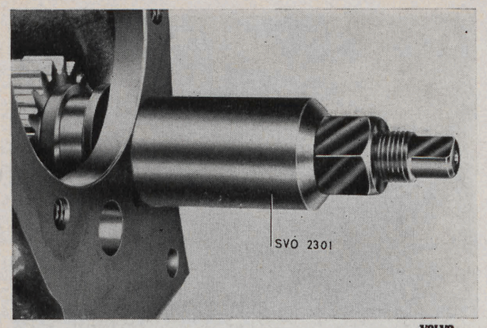

Bild 11. Demontering av backaxel.
10. Demontera backaxeln med verktyg SVO 2301 (verktyg SVO 4023 kan användas) se bild 11, och lyft upp backhjulen.